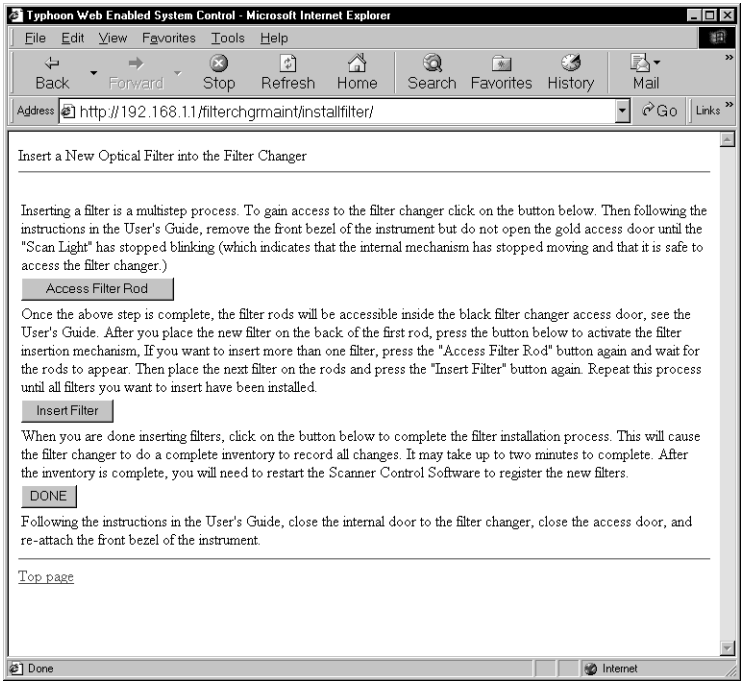

Figure 13-5. The Insert a New Optical Filter into the Filter Changer window.
3. Make sure the sample lid is closed, and then click **Install a New Optical Filter.** The Insert a New Optical Filter into the Filter Changer window appears (figure 13-5).
7. In the Insert a New Optical Filter into the Filter Changer window (figure 13-5), click **Insert Filter.** The filter changer moves back inside the Typhoon instrument. The instrument scans the bar code and moves the filter holder to a slot farther back in the changer.